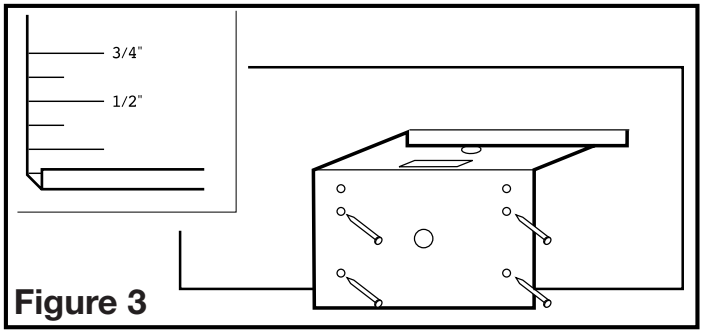

Figure 3
1. En utilisant le guide sur le support de montage, aligner le support sur la solive pour que le dessous du ventilateur soit à effleurement avec le plafond fini. Clouer ou visser solidement le support en place **(Figure 3).**
2. Aligner le support sur la solive de manière que le bas du ventilateur soit à effleurement avec le plafond fini. Clouer ou visser solidement le support à fixer par pression en place **(Figure 3).**